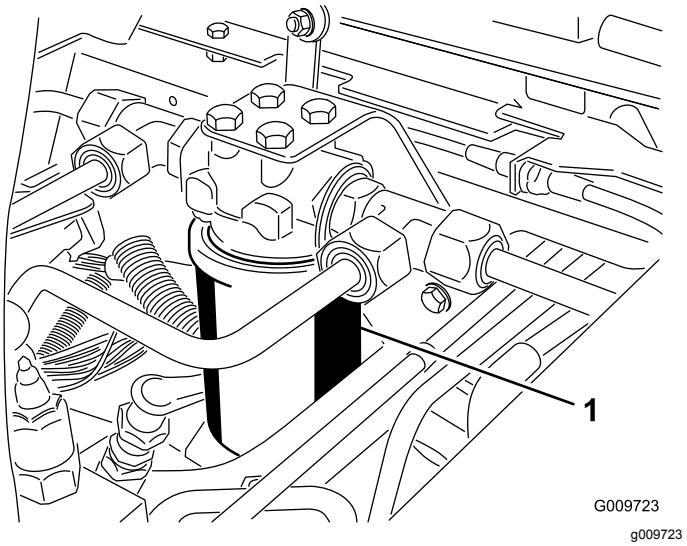
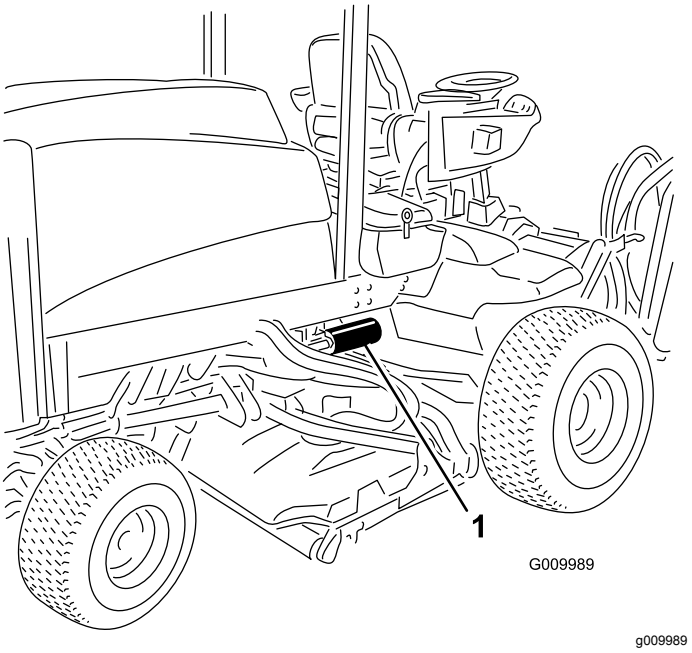

**Figur 76**
**Figur 77**
2. Rengör runt området där filtret monteras. Placera ett kärl under filtret och avlägsna filtret (Figur 76 och Figur 77).